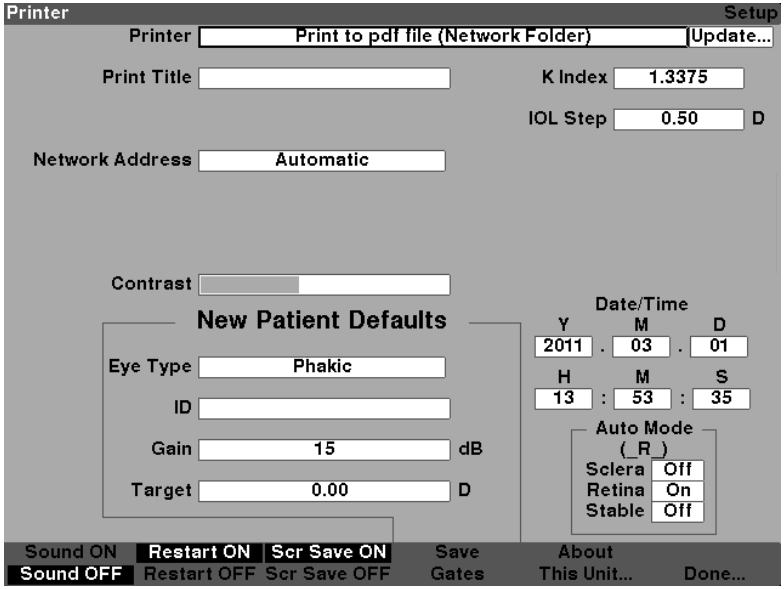

Figure 5-20 Printer Field Selected
1. Within the Setup Screen, rotate the knob to select the Printer field, indicated by a solid black border as shown in figure 5-20.